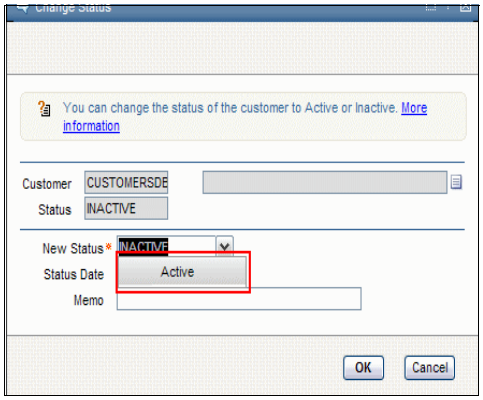

Figure 13-6 Activate the customer
1. Select **Service Provider (SP)** → **Customers (SP)**.
5. Change status to **Active**, as shown in Figure 13-6 on page 240.